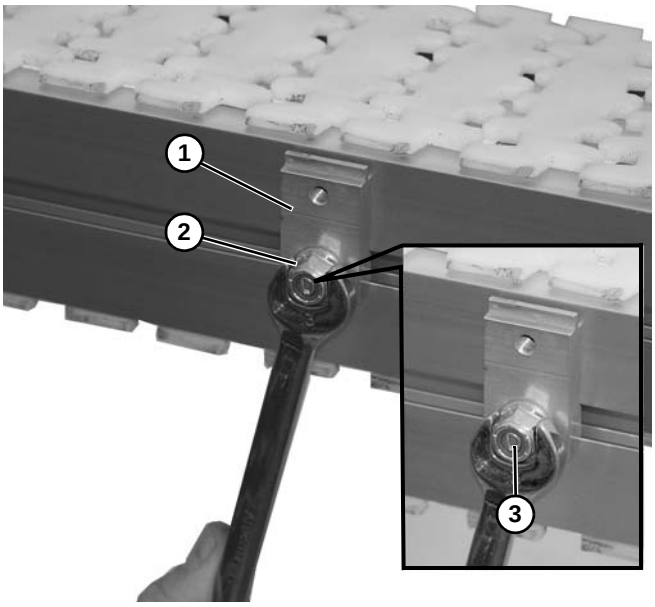

Figure 35
3. Fasten retaining clip **(Figure 35, item 1)** to conveyor with nut **(Figure 35, item 2)** on stud.
*Be certain that slot **(Figure 35, item 3)** is close to vertical when finished tightening nut.*
4. Tighten nuts **(Figure 35, item 2)**.